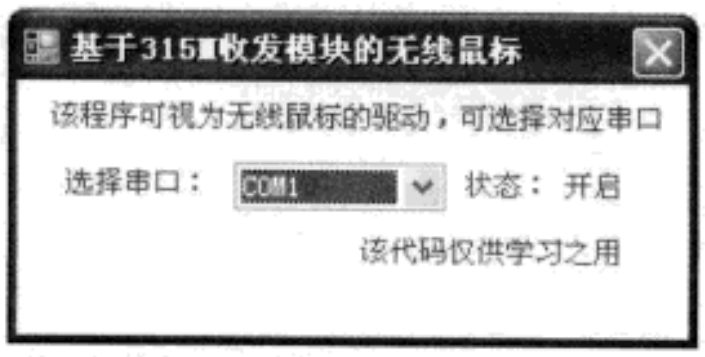

图10 无线鼠标PC端软件
5. 笔者的PC端软件采用C#开发，属于.net环境下的应用程序。考虑到该鼠标制作的简易性，笔者对数据处理时并未采取驱动开发的方式，而是采用了简单易懂的鼠标API控制函数对鼠标进行控制，能够较好地满足鼠标控制的需求。软件界面见图10。